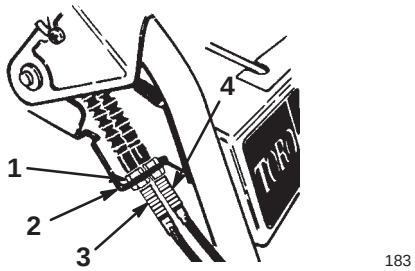

Figure 28
1. Loosen the upper jam nut that secures the traction cable to the mounting bracket (Fig. 28).
2. Rotate the bottom jam nut upward to increase the belt tension (Fig. 28).
A. Loosen the upper jam nut that secures the auger/impeller cable to the mounting bracket (Fig. 28).
9. On the control cable that corresponds to the belt you are replacing, loosen the jam nuts that secure the cable to the bracket (Fig. 28).